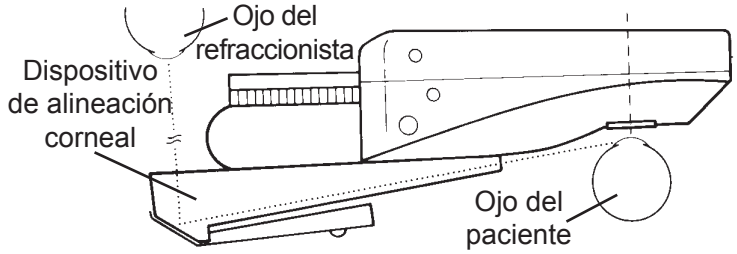

Figura OC-1 Dispositivo de alineación corneal
8. En el Phoroptor, se obtiene esta condición cuando el ajuste de cero de la vista en el dispositivo de alineación corneal se alinea con el vértice de la córnea. Consulte la Figura OC-1.